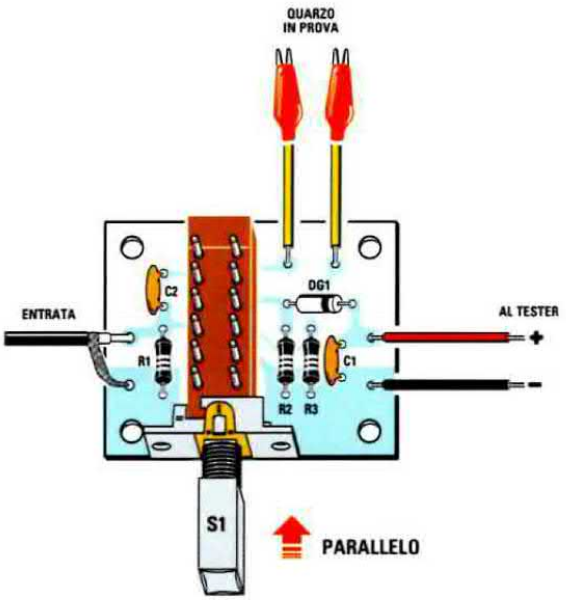

Fig.11 Per misurare la frequenza di Risonanza PARALLELA di un Quarzo dovete premere la piccola manopola del commutatore S1 verso l'INTERNO.
– collegate i coccodrilli dell'**LX.1712** ai terminali del **quarzo** e poi premete il pulsante **S1** (vedi fig.11), in modo da predisporre il kit per la misura di **frequenza** della sua **risonanza parallela**;